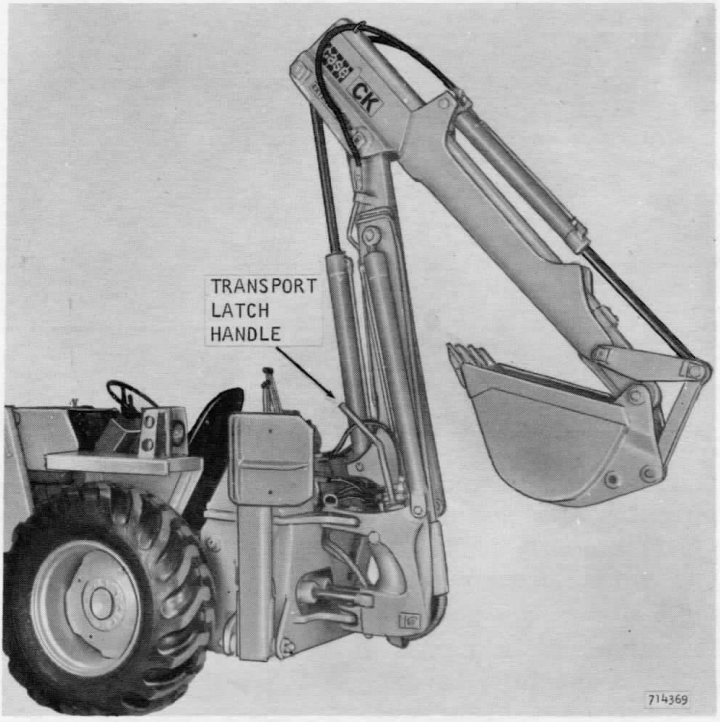

Figure 39 - Transport
Before using the loader or transporting the machine, place the backhoe in the position shown in Figure 39.
3. Partially raise the boom, then curl the bucket and pull in the dipper, Figure 39. If unit is equipped with a cab, the dipper must be pulled in completely.